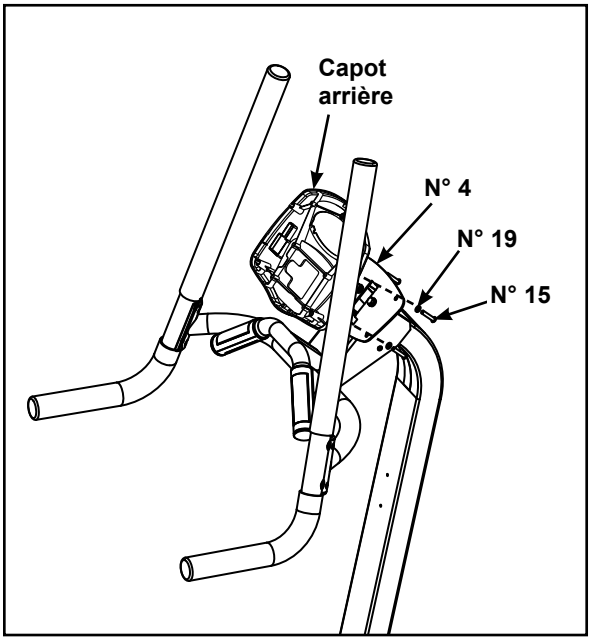

Figure 9
C. A l'aide d'une clé Allen 5/32 po, fixez l'arrière de la console au montant (n° 4) de la console en utilisant les quatre vis 1/4-20 x 1,25 po (n° 15) et les quatre rondelles 1/4 po (n° 19). Reportez-vous à la figure 9.